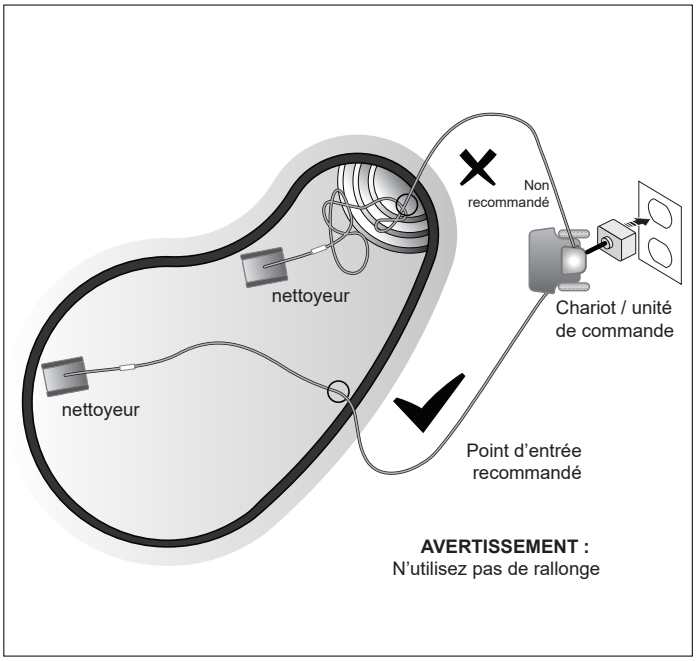

Figure 5. Point d'entrée dans la piscine pour une configuration optimale
4. Placez tout le câble flottant dans l'eau pour permettre un mouvement libre dans votre piscine depuis le point central. Étalez le câble flottant en veillant à ce qu'il ne soit ni plié ni bobiné (Figure 5).